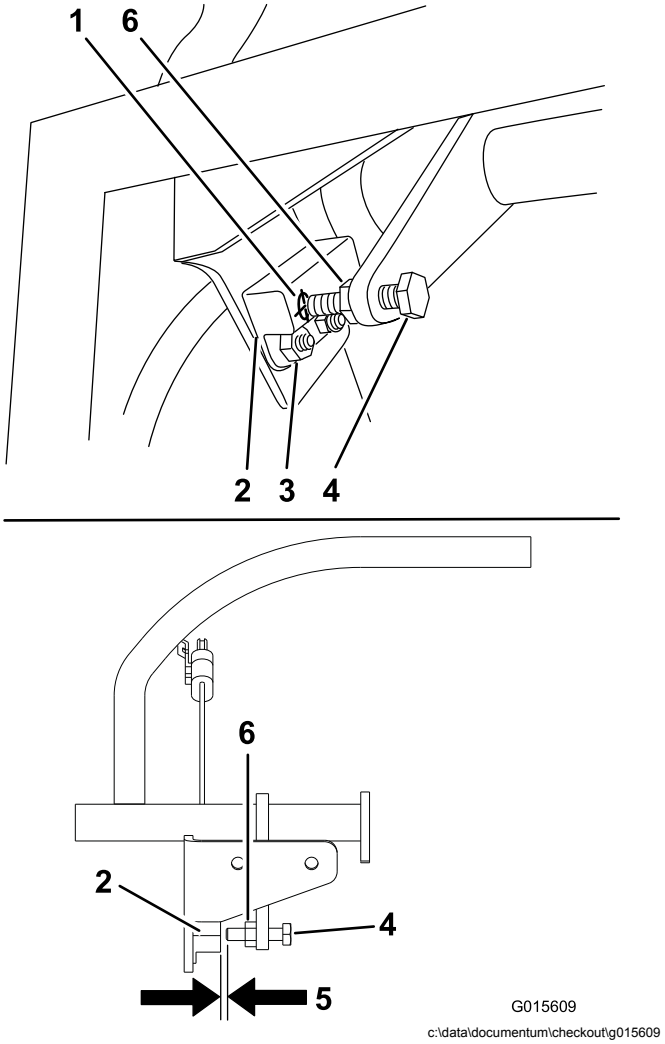

Bild 56
1. Stellen Sie sicher, dass die am Fahrantriebshebel angebrachte Schraube mit dem Messplättchen des Initiators ausgefluchtet ist (Bild 56).
2. Sofern erforderlich, lösen Sie die Schrauben und stellen Sie den Näherungsschalter ein, bis das Messplättchen an der Schraube des Fahrantriebsschalters ausgerichtet ist (Bild 56).
3. Prüfen Sie den Abstand zwischen der Schraube und dem Näherungsschalters; er muss zwischen 0,51 mm und 1,02 mm sein (Bild 56).
5. Ziehen Sie die Klemmmutter nach der Einstellung der Schraube wieder an (Bild 56).